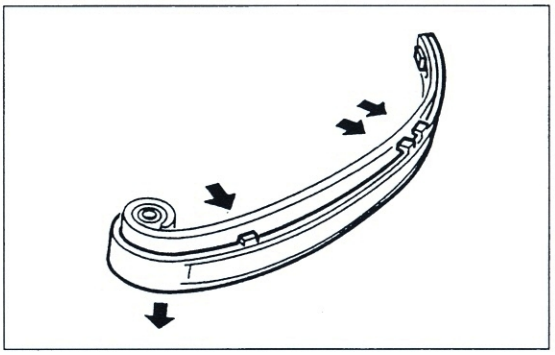

Bild 117
- Falls verschlissen, Belag der Spannerschiene abnehmen und ersetzen (Bild 117).